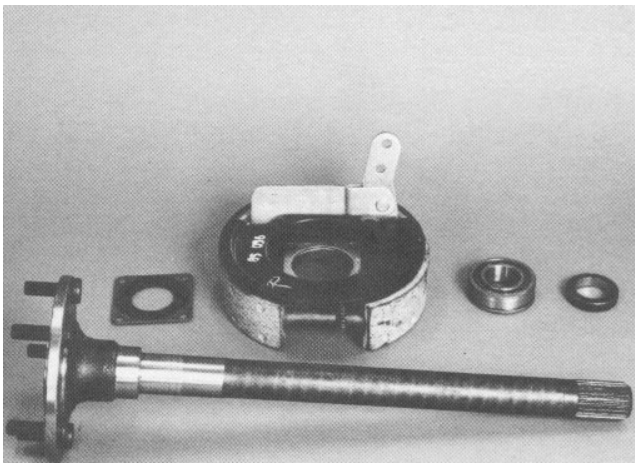

Figure 12
8. Inspect the shaft for possible damage (Fig. 12). Inspect the sealing surface of the hub and shaft. Replace it if the seal has grooved the surface more that 1/64 inch (0.4 mm).